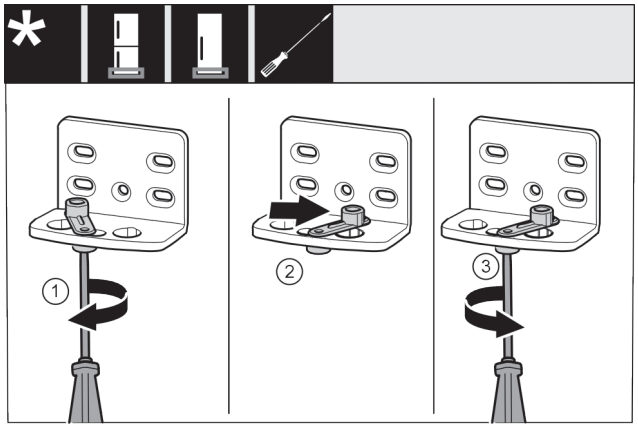

Fig. 19 *
- ▶ Desfaceți șurubul *Fig. 19 (1)* cu șurubelnița.*
- ▶ Ridicați dispozitivul auxiliar de închidere a ușii *Fig. 19 (2)* și rotiți-l cu 90° spre dreapta în orificiu.*
- ▶ Înșurubați ferm șurubul *Fig. 19 (3)* cu șurubelnița.*